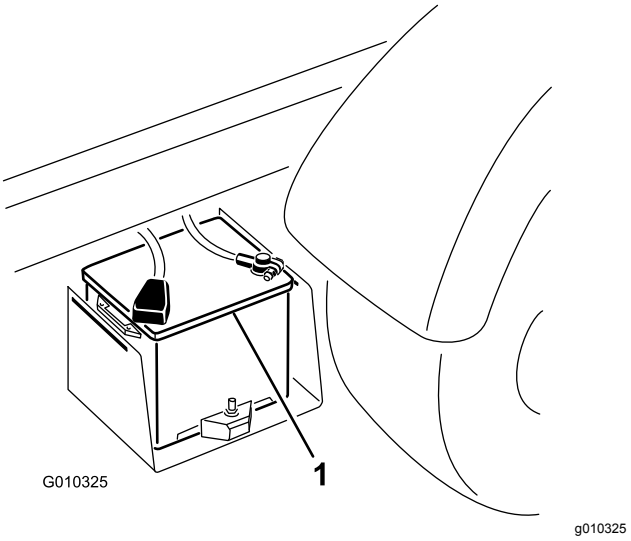

**Figuur 51**
2. Sluit een startkabel aan tussen de positieve polen van de 2 accu's (Figuur 51).